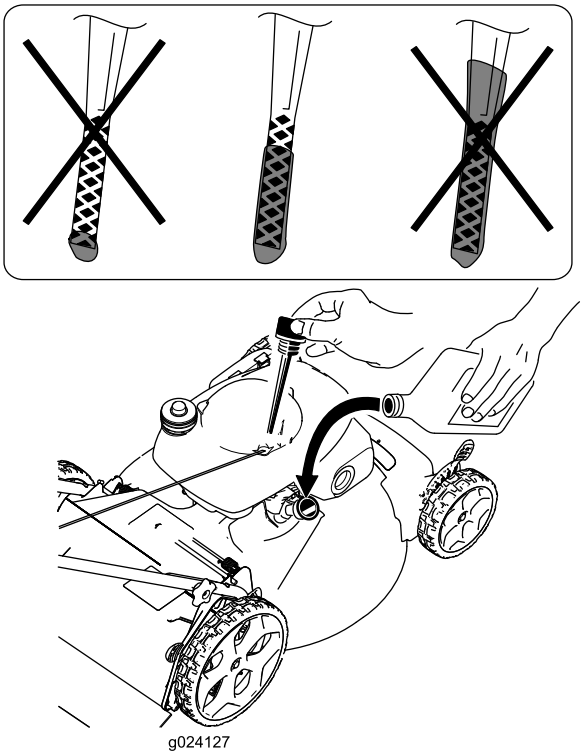

Figura 19
8. Retire la varilla y compruebe el nivel de aceite en la misma (Figura 19).